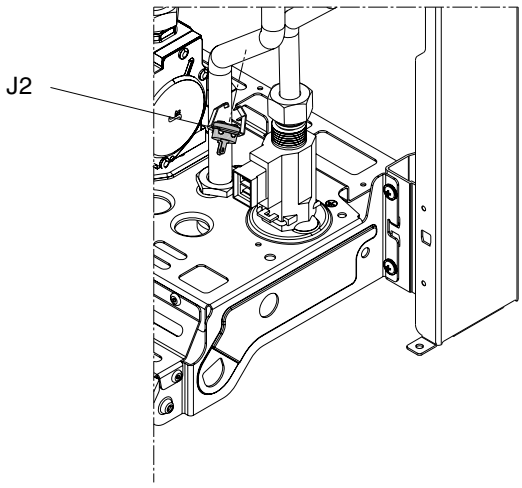

Fig. 31
6.15.4 DHW THERMISTOR (fig. 31)